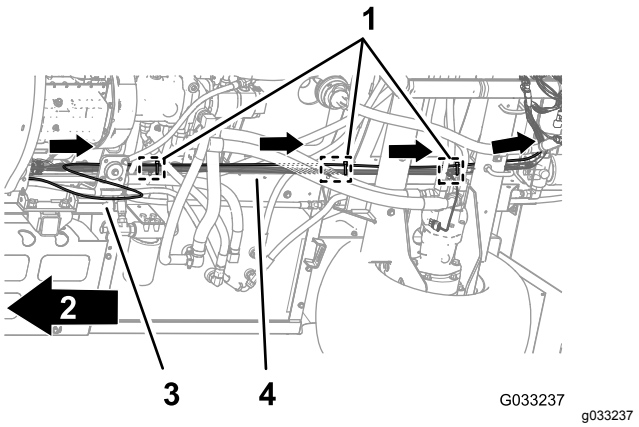

Figuur 121
1. Leid de druksensorbuis voor de meter op het dashboard langs de achterste kabelboom van de machine (Figuur 121).
2. Zet de druksensorbuis vast op de achterste kabelboom met 3 kabelbinders, naast de 3 bevestigingspluggen bij de ankerpunten van de achterste kabelboom op het chassis (Figuur 121).